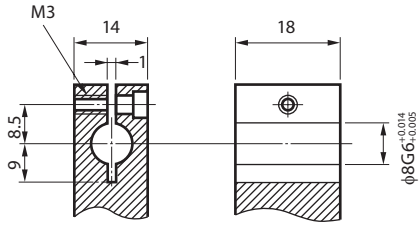

Fig. 4 Dimensions and Dimensional Tolerance for the Mounting Holder
- When mounting the measuring unit on a machine by using a holder, prepare the holder with dimensions and material shown in Fig. 4, and fix the probe by fastening a screw with a special torque of 0.6 N·m.
- Attach the stem by tightening a screw into the slot as shown in Fig. 4.